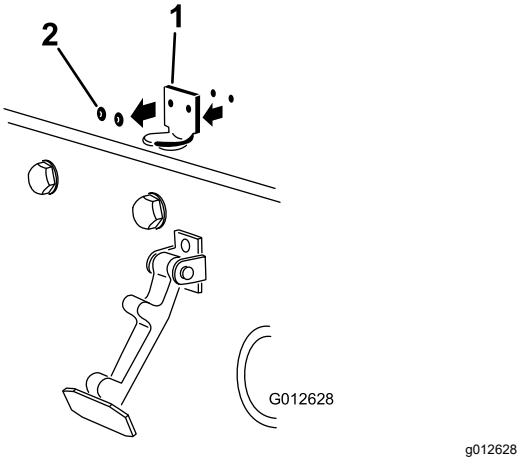

**Figur 15**
2. Ta bort de två (2) nitarna som håller motorhuvsspärrens fäste på motorhuven (Figur 15) och avlägsna motorhuvsspärrens fäste från motorhuven.